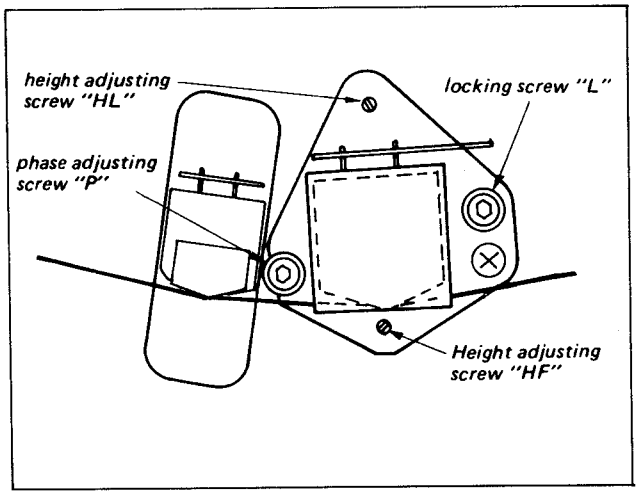

Fig. 10-27. Audio phase adjustment
5. Loosen the locking screw "L" shown in Fig. 10-27. With observing the Lissajous waveform, adjust the phase adjustment screw "P" so that the specification is satisfied. Tighten the locking screw "L" and phase adjustment screw alternately, observing the waveform. The specification must be satisfied when the two screws are tightened securely.